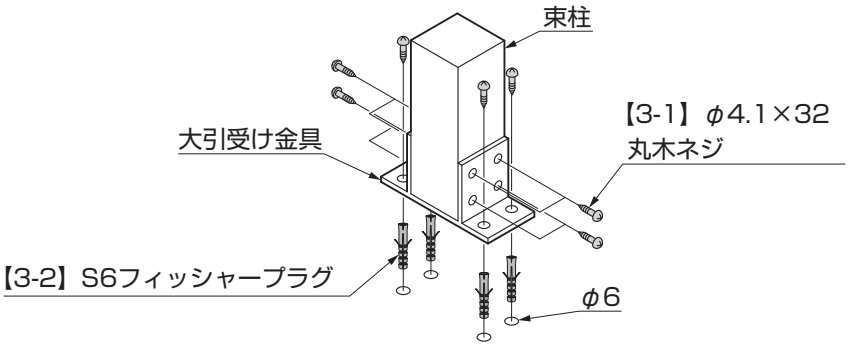

図1-7
- 床面がコンクリートまたはタイル貼りしてある場合は、床に【3-2】を埋込んで、束柱と床面を大引受け金具で固定してください。（図1-7参照）